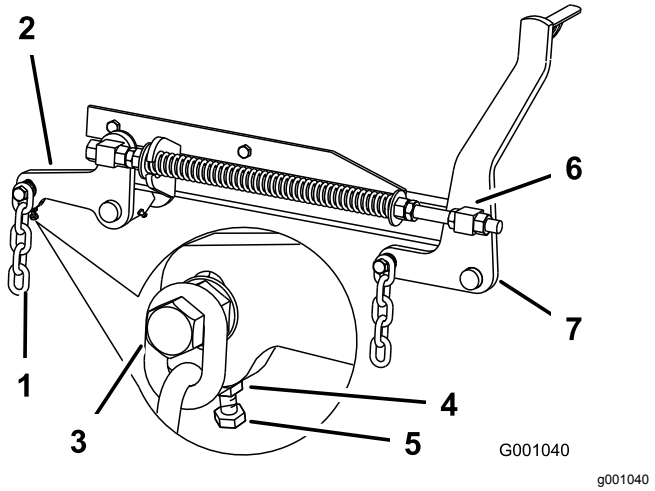

Rysunek 98
7. Jeśli pomiary w położeniach **B** lub **C** są nieprawidłowe, poluzuj śrubę mocującą tylny łańcuch do tylnego ramienia wsporczego (Rysunek 98).
8. Poluzuj przeciwnakrętkę pod tylnym ramieniem wsporczym i wyreguluj za pomocą śruby regulacyjnej tak, aby uzyskać wynik pomiaru od 80 do 83 mm (Rysunek 98).
7. Poluzuj przeciwnakrętki przedniego połączenia obrotowego, z przodu prawego i lewego połączenia obrotowego, o około 13 mm (Rysunek 98).
8. Wyreguluj nakrętki podnoszące z lewej i prawej strony maszyny tak, aby uzyskać z przodu w położeniu **A** obniżenie o 6 do 10 mm w stosunku do tyłu w położeniu **B** (Rysunek 98).